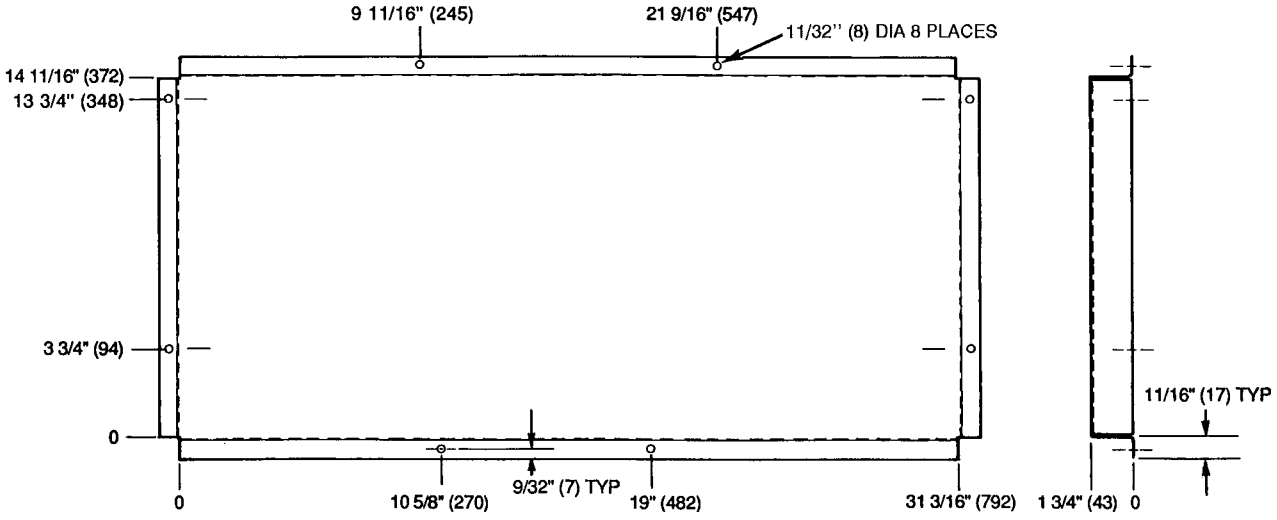

Fig. 1 — Accessory Duct Cover Dimensions for 555A,655A018-048 Units
1. Refer to Fig. 1 for 555A,655A018-048 accessory duct cover dimensions.